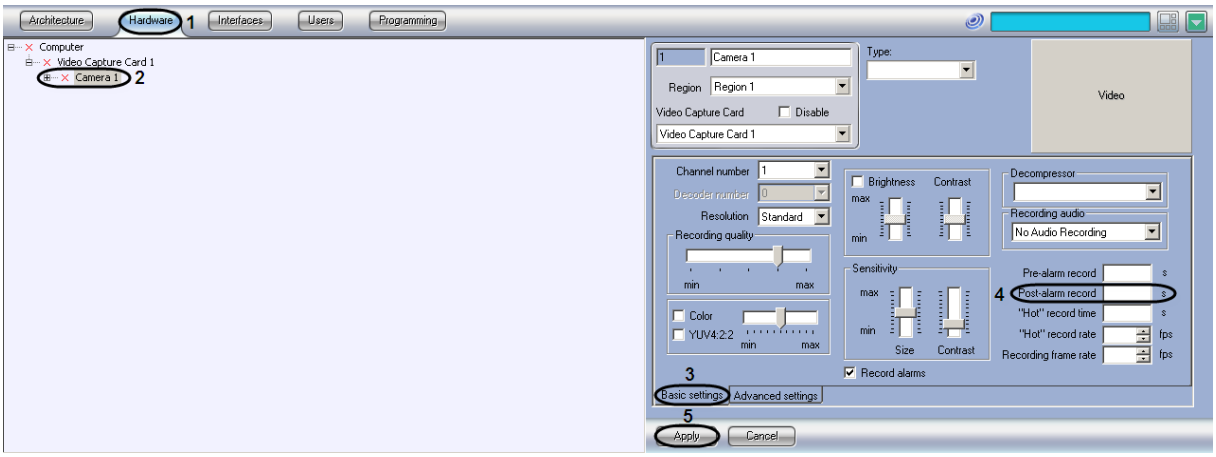

Figure 8.4-37. Configuring video in the “Post-alarm record” mode
1. Go to the “Hardware” tab in the “System settings” dialog box (Figure 8.4-37, 1).
2. Select the “Camera” object corresponding to the required camera in the objects tree (Figure 8.4-37, 2). The settings panel for the selected object is displayed on the right of the “Hardware” tab.
3. Go to the “Basic settings” tab on the settings panel of the “Camera” object (Figure 8.4-37, 3)
4. In the “Post-alarm record” field specify the required interval (sec) of post-alarm events recording (Figure 8.4-37, 4).
5. Click the “Apply” button (Figure 8.4-37, 5).